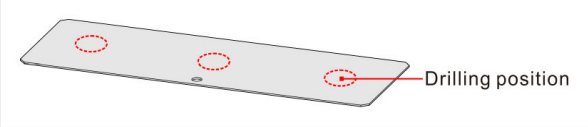

FIGURE 5-7 Step 2 — recommended drilling positions (dashed circles)
2. Drill the cable entry holes in the bottom plate (Figure 5-7, sizes in Table 5-1), then refit the plate.